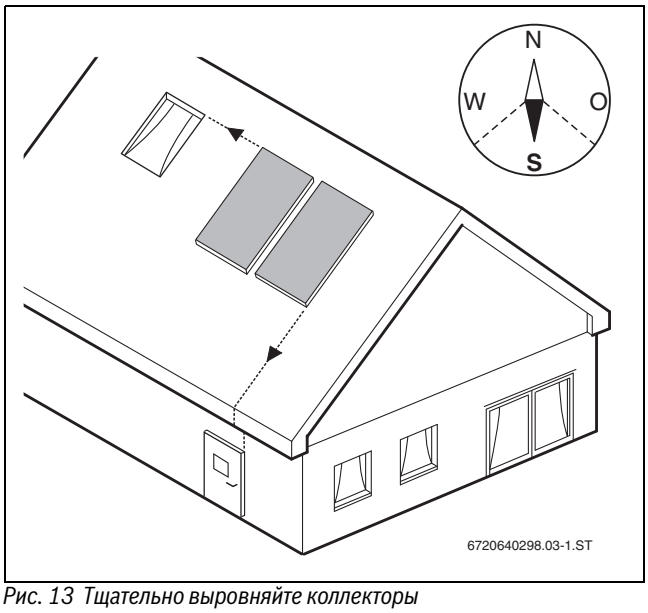

Рис. 13 Тщательно выровняйте коллекторы
- По возможности направляйте коллекторы на юг (→ рис. 13).
- Размещайте поле коллекторов так, чтобы оно находилось на одной линии с окнами, дверьми и др. (→ рис. 13).